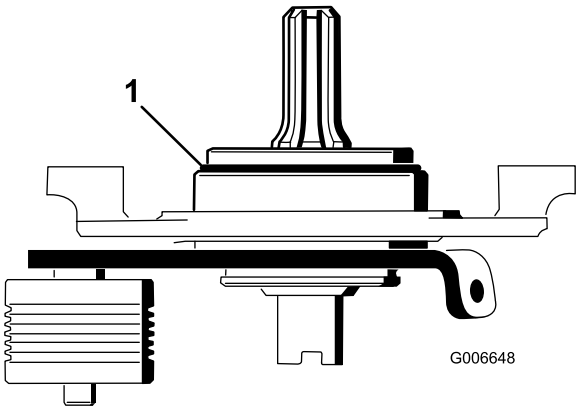

Figur 23
22. Med en 3/8-16-tap fjernes malingen fra de ydre monteringshuller i de venstre og højre sideplader (Figur 23).
Vigtigt: Kontroller, at O-ringen sidder rigtigt på drejenavet (Figur 23).